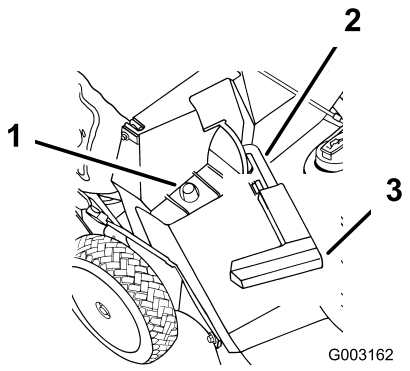

Figur 22
2. Se till att utkastarluckans handtag är så långt fram som möjligt och att tappen har hakat fast (Figur 22).
3. Trä hålet i uppsamlarramen över hållaren på utkastartunneln (Figur 22).
2. Lyft utkastarluckans handtag och för det framåt tills tappen hakar fast (Figur 22).